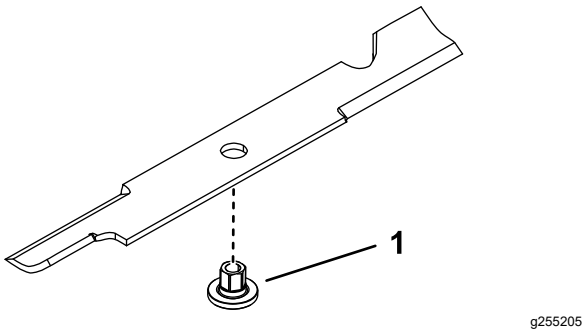

Figure 84
1. Insérez la douille dans la lame en plaçant l'embase sur le côté inférieur (côté herbe) de la lame (Figure 84).